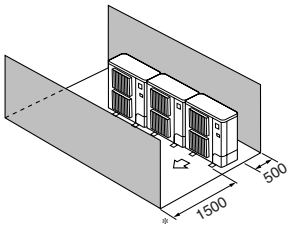

Fig. 3-14
④ Obstacles uniquement à l'avant et à l'arrière (Fig. 3-14)